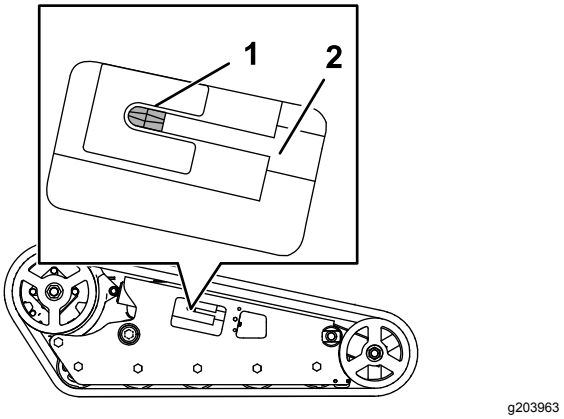

**Rysunek 61**
12. Używając klucza grzechotkowego z zabierakiem 1/2 cala obracaj śrubę napinającą w lewo, aż śruba napinająca zostanie odkręcona do końca (Rysunek 61).
21. Upewnij się, że śruba napinająca została odkręcona do końca (Rysunek 61).